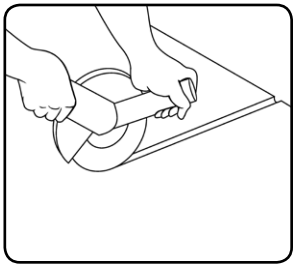

fig. 2
-Elegir, y marcar en el suelo, la ubicación para el "empalme" y para la sonda de suelo del termostato. Realizar la ranura en el suelo en el lugar que ha marcado (Ver fig. 2).